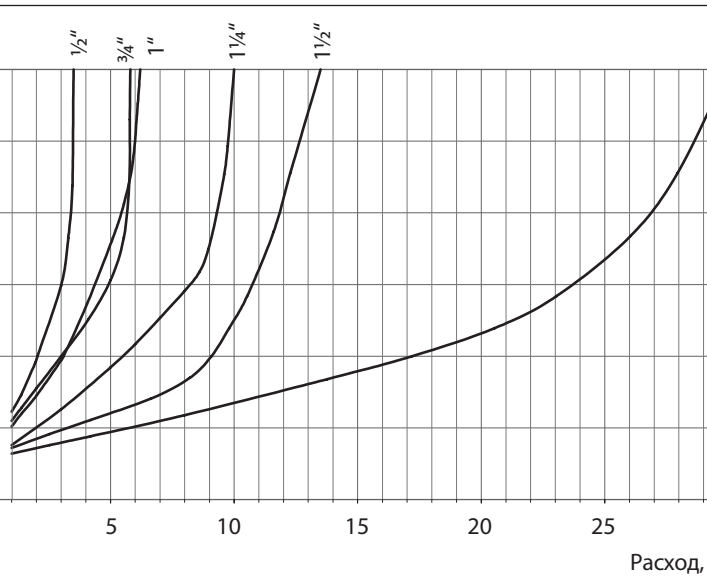

Рис. 2
2) выбрать условный проход клапана редукционного 7BIS (рис. 2).
Падение давления в каждом случае зависит от условного прохода клапана и расхода среды через клапан и может быть определено по диаграмме на рис. 2;
1. Проверка применимости по давлению до и требуемому давлению после клапана (рис. 2).
Требуемый расход среды через клапан — 8 м^3/ч. Согласно диаграмме (рис. 2) для расхода 8 м^3/ч можно выбрать клапаны с условными проходами: DN 32, DN 40, DN 50.